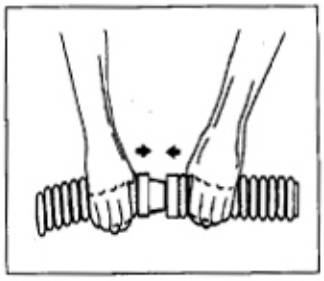

Figure 4
There are eleven (11) 32" connector hoses and one (1) 32" leader hose with a gray cuff. Connect the special cleaner hose sections together by pushing and twisting the tapered male connector end of each hose firmly into the female end of the adjacent hose sections (See Fig. 4). Depending on the size and shape of your pool, all hose sections might not be used. However, **the leader hose MUST ALWAYS be used or your cleaner will not operate properly**. It is not necessary to "Bottom Out" the connections, but they **MUST** be tight enough to prevent any air leaks. Wetting the hose ends will make it easier to connect the hose sections.